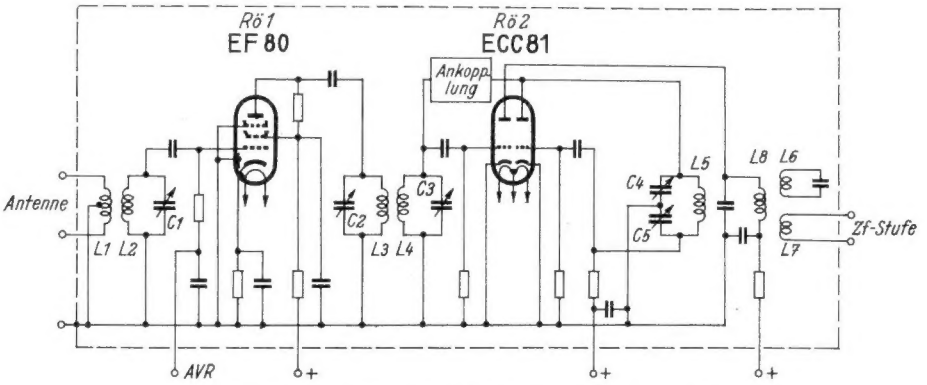

Bild 2. Prinzipschaltung des Hf-Teils (ohne Kanalumschaltung)
**Bild 2** zeigt die Prinzipschaltung des Hf-Teiles. Die Abstimmung erfolgt durch einen Kanalwähler. Er besteht aus dem Fünffach-Drehkondensator C 1 ... C 5, der durch eine Rastvorrichtung an sechs den einzelnen Fernsehkanälen entsprechenden Stellen eingerastet wird. Zur Feinabstimmung läßt sich der Rotor innerhalb jeder Raststelle um einen geringen Betrag verdrehen, so daß nicht nur der Oszillator, sondern sämtliche Hf-Kreise nachgestimmt werden. Bei der Umschaltung auf UKW-Rundfunk wird die Rastung aufgehoben und es werden die Spulensätze und die Statorplatten des Drehkondensators umgeschaltet, so daß der UKW-FM-Bereich von 87,5 ... 100 MHz abgestimmt werden kann (Die Spulen- und Statorplattenumschaltungen sind wegen der besseren Übersicht in Bild 2 weggelassen). Die Hf-Einheit ist als geschlossener Baustein konstruiert. Bei Störungen darf grundsätzlich nicht daran repariert oder nachgeglichen werden, sondern es wird das komplette Aggregat ausgewechselt.